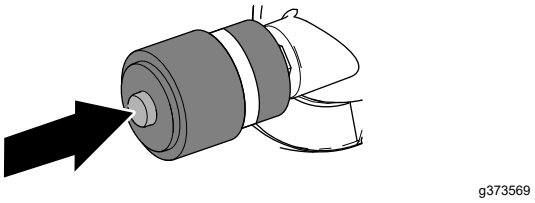

Figuur 111
1. Als er een rode band op de onderhoudsindicator verschijnt, moet u op de resetknop aan het uiteinde van de indicator drukken (Figuur 111).